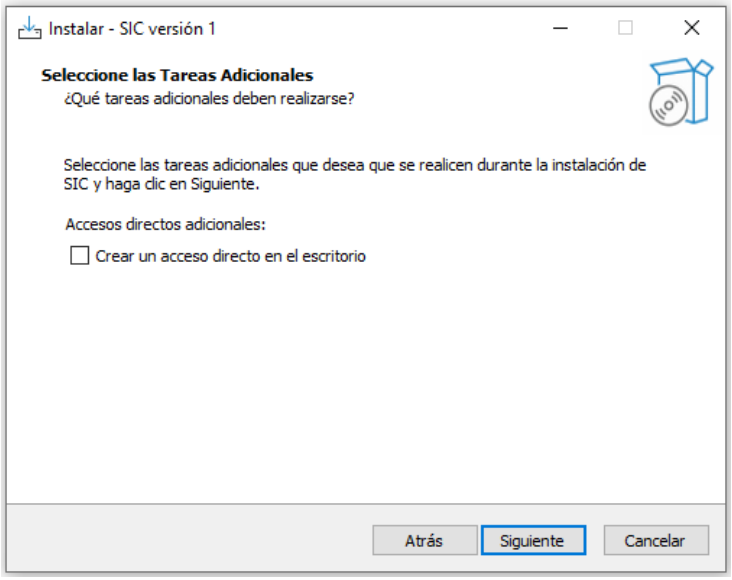

Figura 4. Crear acceso directo de SIC en el escritorio
3. Luego, aparecerá la ventana presentada en la Figura 4. Aquí el usuario puede marcar la casilla de verificación si desea crear un acceso directo de SIC en el escritorio, de lo contrario, la casilla de verificación debe estar desmarcada. Una vez tomada la decisión, se debe hacer clic en el botón de "*Siguiente*".